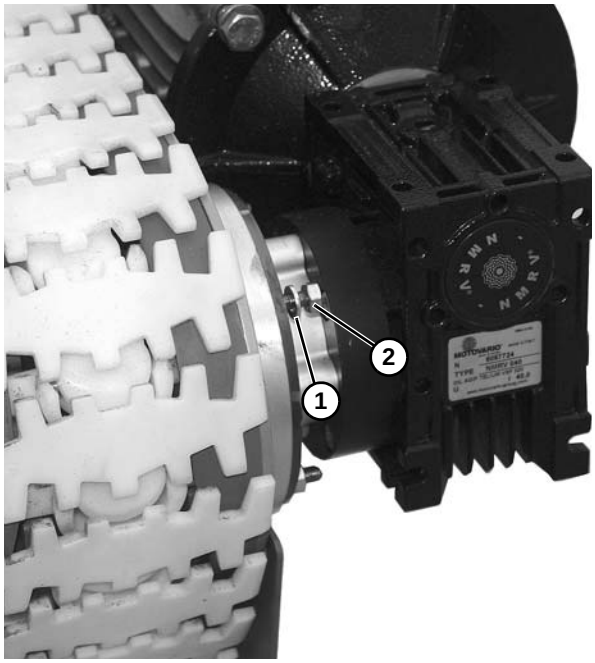

Figure 45
3. Install four washers **(Figure 45, item 1)** and nuts **(Figure 45, item 2)** to secure motor to conveyor.